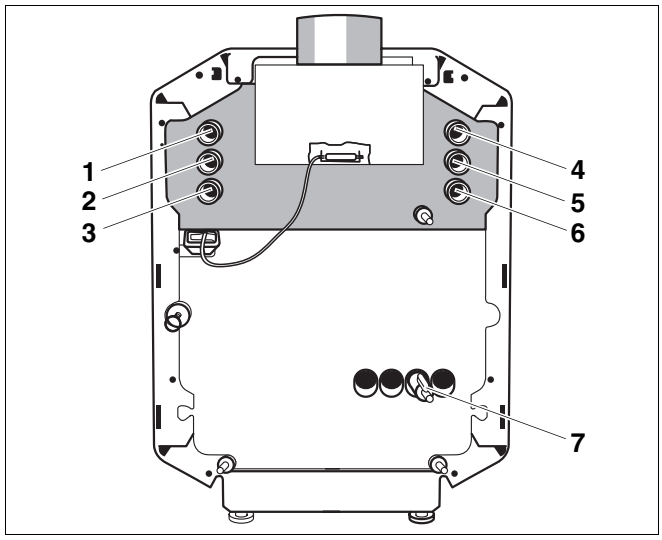
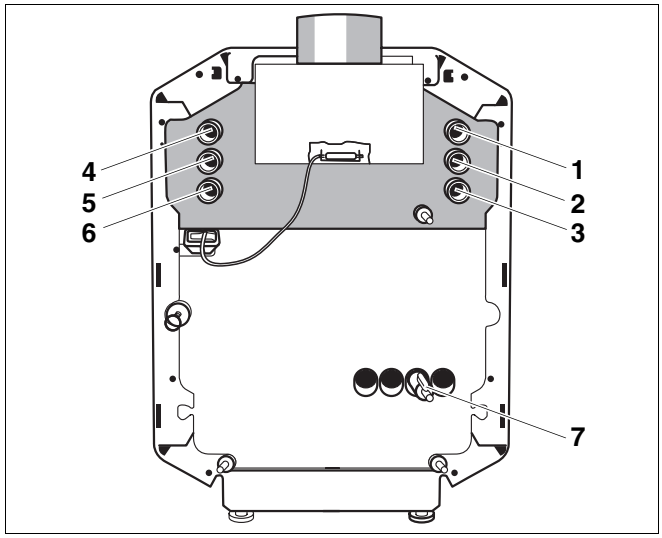

Rys. 6 Przyłącza wodne (stan fabryczny)
Rys. 7 Przyłącza po zmianie położenia tulei zanurzeniowej i rury przyłączeniowej zasilania zasobnika
1. Zgodnie z układem fabrycznym pokazanym na rys. 6.
2. Przyłącza można wykonać również w sposób przedstawiony na rys. 7. W tym celu należy wykręcić tuleję zanurzeniową (rys. 6, **poz. 2**) przy pomocy klucza nasadowego SW 27 i przykręcić ją ponownie po przeciwległej stronie kotła. Ponadto należy przenieść rurę przyłączeniową zasilania podgrzewacza (rys. 7, **poz. 5**) na kotle na drugą stronę. Wszystkie pozostałe przyłącza należy wykonać zgodnie z rys. 7!
- Zawór bezpieczeństwa należy podłączyć na zasilaniu obiegu bezpieczeństwa (rys. 6, **poz. 4** lub rys. 7, **poz. 4**).
Legenda do rys. 6 i rys. 7